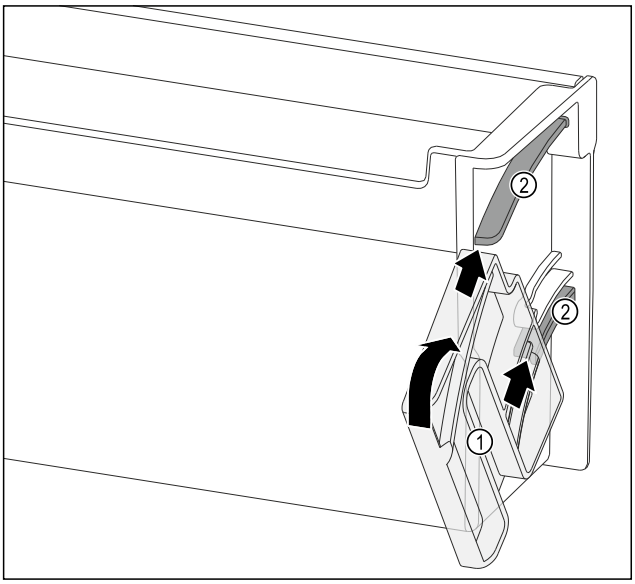

Fig. 136
▶ Otočnou jednotku *Fig. 136 (1)* umístěte tak, aby vybrání byla přesně proti vodicím kanálům *Fig. 136 (2)* dveřní přihrádky.
▶ Otočnou jednotku *Fig. 136 (1)* otočte do požadovaného směru.